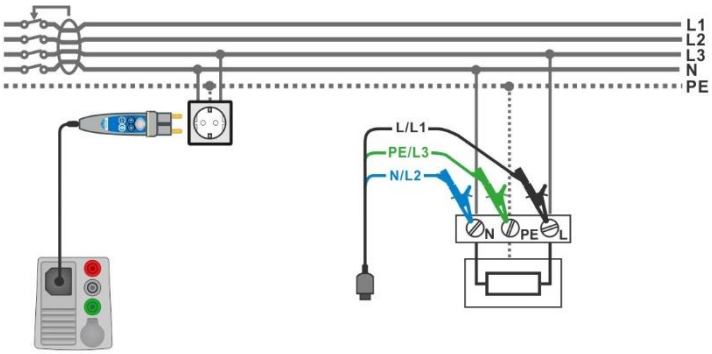

Figure 7.131: AUTO TN (RCD) measurement
- Connect 3-wire test lead or Plug commander to the object under test, see ***Figure 7.131***.